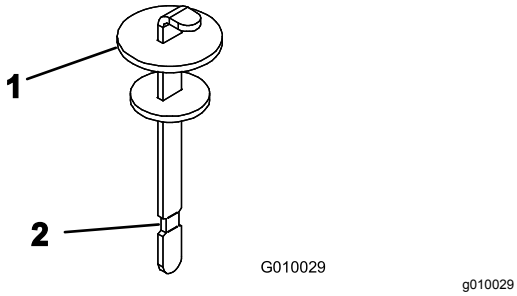

Figur 62
4. Fjern peilestaven fra påfyllingshalsen, og tørk av den med en ren fille. Før peilestaven ned i påfyllingshalsen før du tar den ut og kontroller oljenivået. Oljenivået må nå opp til merket på peilestaven (Figur 62).